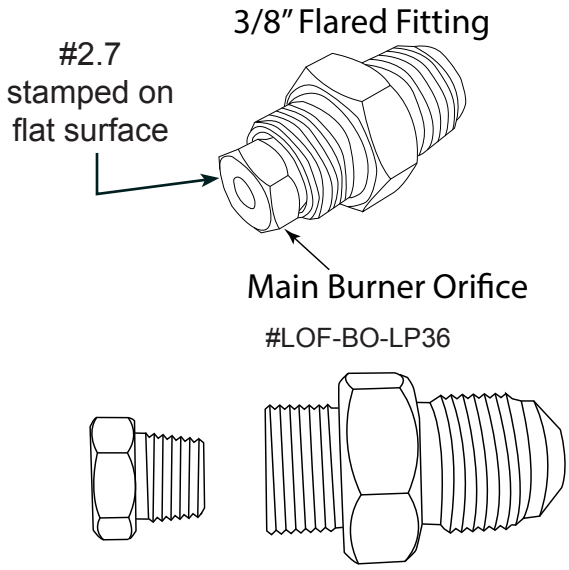

Fig. 13 Shows main burner orifice.
Step 4: Remove the ⅜" flex connector from the main burner orifice. See Fig. 13 for reference.